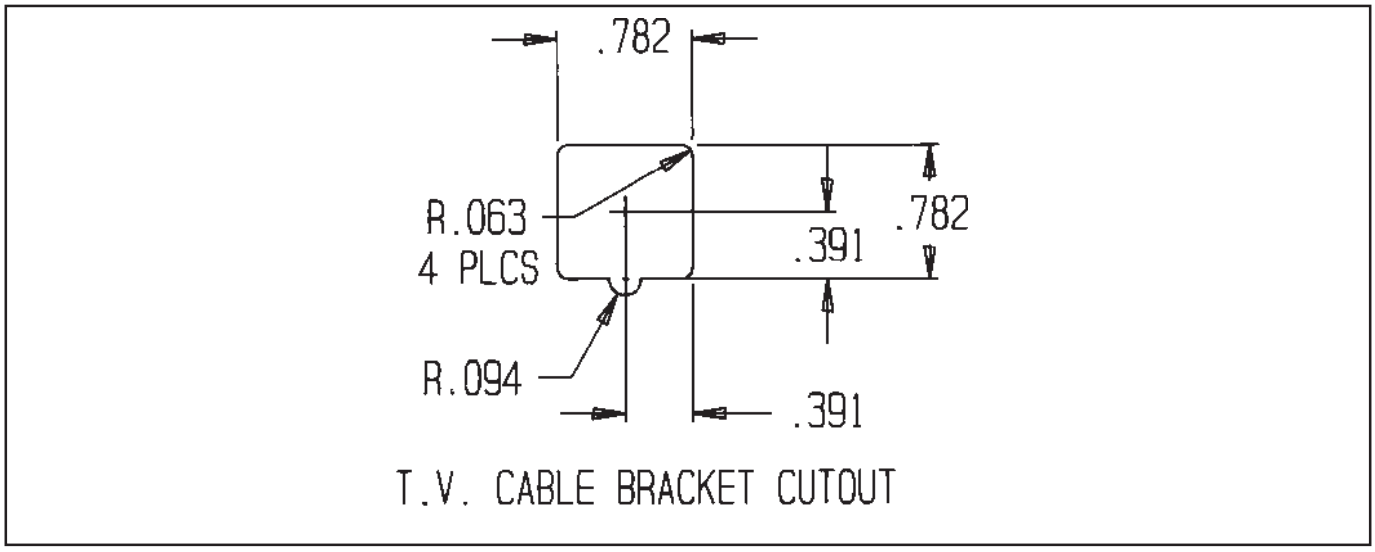

Figure 18
STEP 4. Fabricate T.V. cable bracket using 0.090 - 0.125 in. sheet metal **(See Figure 18)** for the adjuster housing cutout dimensions. If you use the thicker stock a chamfer will be required on two sides of the cable mounting cutout to allow the lock tabs to expand properly. The T.V. cable adjuster requires a pull of about 18 lbs. to ratchet out, so try to make the mounting bracket as rigid as possible. If the mounting bracket flexes the T.V. pressure will not be consistent.